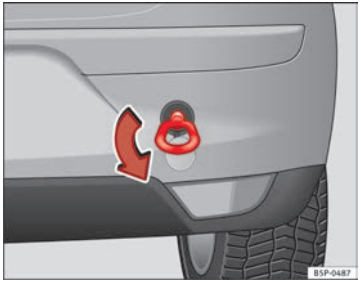

Abb. 217 Einschrauben der Abschleppöse hinten
– Die Abschleppöse nach *links* in die vom Pfeil gezeigten Richtung einschrauben ⇒ Abb. 217.